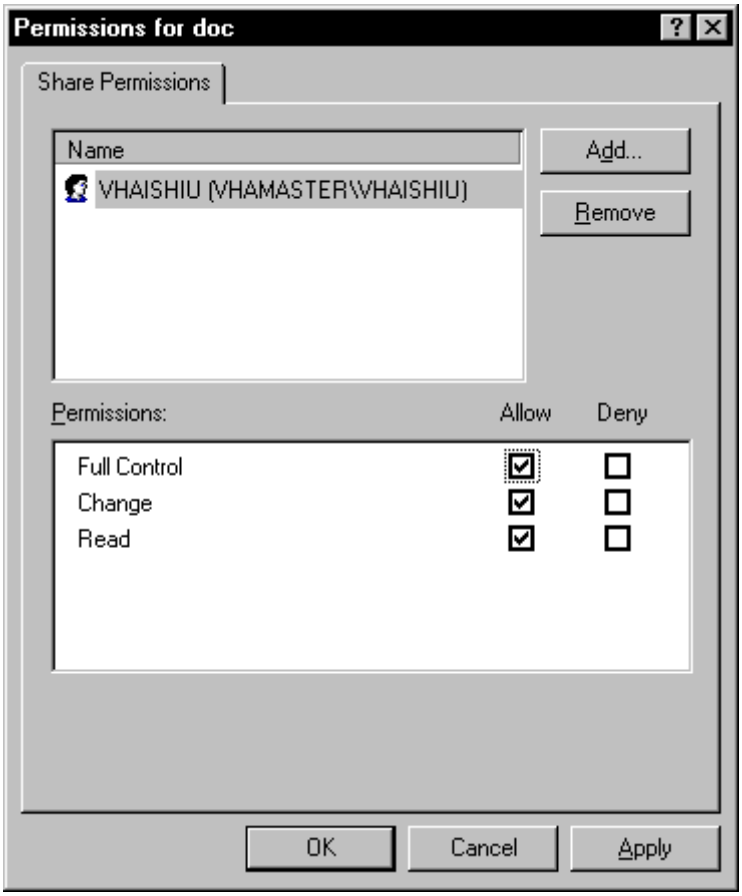

**Figure 12-5**
8. Make sure the check boxes are selected in the "Allow" column for "Full Control", "Change" and "Read" (Figure 12-5).